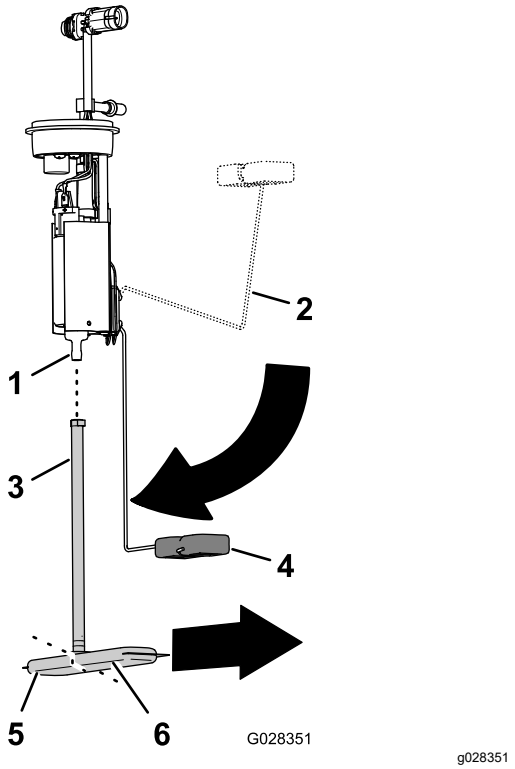

**Figur 88**
1. Ta bort bränslefiltrets upptagningsrör från bränslepumpens koppling (Figur 88).
2. Rikta in upptagningsröret på det nya bränslefiltret efter bränslepumpens koppling (Figur 88).
3. Rikta in bränslefiltrets långa ben efter flottören när flottörens arm är i tomt läge (Figur 88).
4. För in bränslepumpens koppling i upptagningsröret tills kopplingen sitter ordentligt (Figur 88).
2. Sätt bränslepumpen/sändarenheten i tankens öppning (Figur 87 och Figur 88).